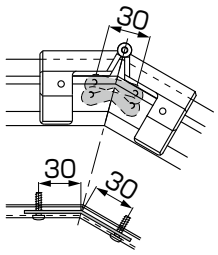

図6-9
- ●前後枠連結金具（自在）A、Bの取付け位置は図6-9を参照してください。